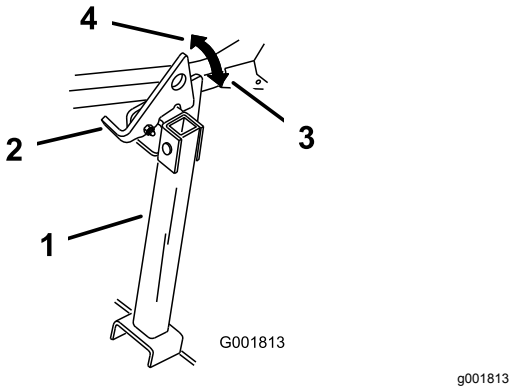

Bild 34
2. Heben Sie den Riegel in die entsicherte Stellung an (Bild 34).